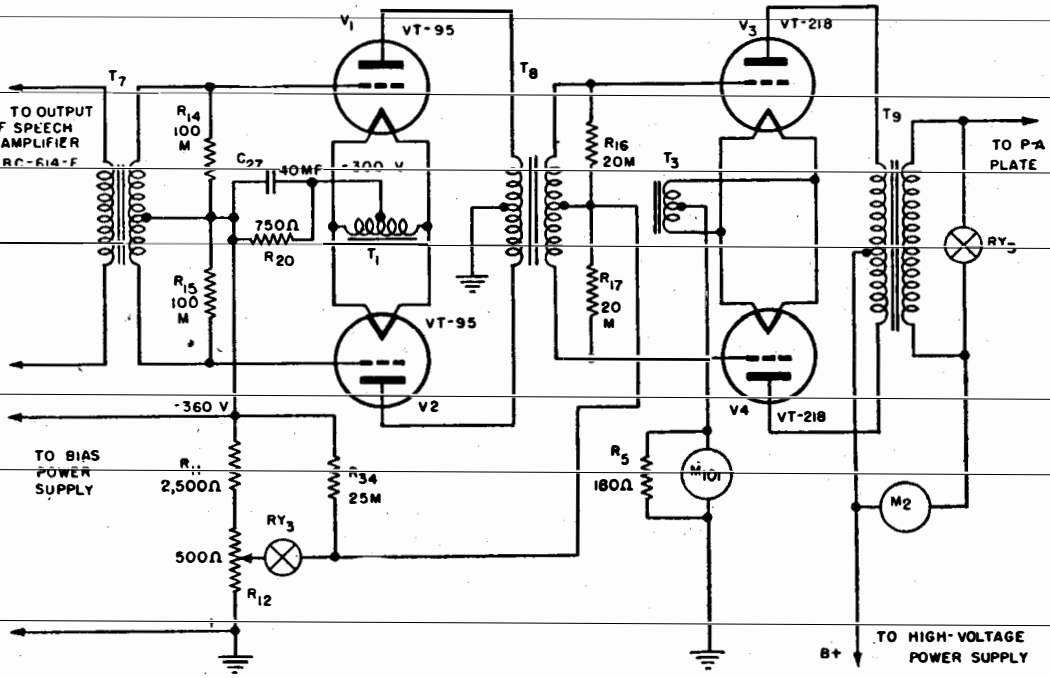

Figure 62. Driver and modulator stages—functional diagram.
a. Driver Stage (fig. 62). Tubes V_1 and V_2 (Tubes JAN-2A3 (VT-95)) are operated as Class AB_1 a-f amplifiers connected in a push-pull circuit. The suffix 1 after AB denotes that grid current is not allowed to flow during any part of the input cycle. Plate voltage for tubes V_1 and V_2 is furnished by the bias-voltage power supply. This power supply has the positive side of the output voltage grounded, and therefore the ungrounded side of the output voltage is approximately 360 volts negative with respect to ground. The filaments of the driver tubes are connected through resistor R_{20} to 360 volts negative, and the plates are connected to ground through the center tap of driver transformer T_8. This places the plates at a potential of approximately 300 volts positive with respect to the filaments. Approximately 60 volts negative grid bias is obtained as a result of the voltage drop across resistor R_{20} because of the d-c plate-current flow. The grids are connected to the negative side of resistor R_{20} through the center tap on input transformer T_7. Resistor R_{20} is bypassed by capacitor C_{27} which has enough capacity to offer a very low reactance to all audio frequencies above approximately 50 cps (cycles per second). Its purpose is to keep the a-f voltage out of the bias power supply and to prevent degeneration of the a-f signal in self-biasing resistor R_{20}. A-f voltage is fed to the primary winding of transformer T_7 over a 500-ohm transmission line. The secondary winding of transformer T_7 is connected to the grids of tubes V_1 and V_2; the grid circuit is completed to the filaments through the center tap on transformer T_7 and resistor R_{20}. The primary-to-secondary turns ratio of transformer T_7 is such that when the secondary is loaded by resistor R_{14} and R_{15}, the impedance, looking into the primary winding, is 500 ohms. This is the correct impedance to properly terminate the a-f transmission line from the speech amplifier. The driver stage is coupled to the modulator stage by transformer T_8. The secondary winding of transformer T_8 is loaded by resistors R_{16} and R_{17} to provide a more constant plate-load impedance for the driver tubes.
b. Modulator Stage (fig. 62). Tubes V_3 and V_4 (Tubes JAN-100-TH (VT-218)) are operated as a Class B push-pull modulator stage. Class B operation requires that the tubes be biased near plate current cut-off. Under this condition, the
b. Modulator Bias Control Resistor R_{12} (fig. 62). The MODULATOR BIAS control resistor R_{12} is located on the lower front panel of the transmitter. It adjusts the bias voltage to modulator tubes V_3 and V_4. Resistor R_{12} also serves in conjunction with resistor R_{11} as a bleeder resistor for the bias-voltage power supply.